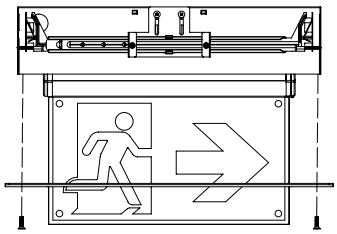

Fig. 7
10. Insert the fixture into the metal box and snap by the spring, fix the trim plate on the metal box by 2 screws (Provided) (see Fig.7).
10. Insérez le luminaire dans le boîtier métallique et enclenchez-le à l'aide du ressort, puis fixez la plaque de finition sur le boîtier métallique à l'aide de 2 vis (fournies) (voir fig. 7).